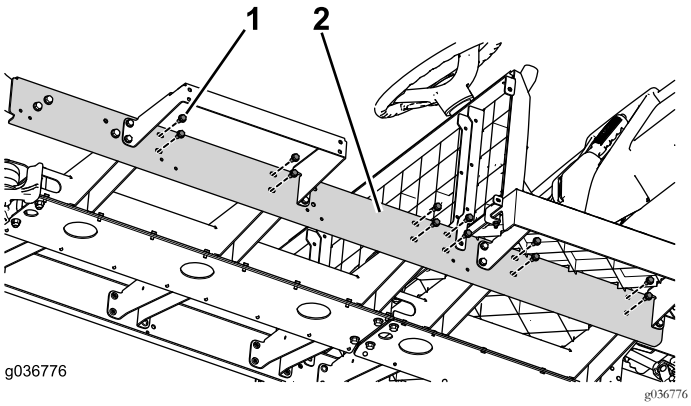

Bild 31
7. Bringen Sie die restlichen Befestigungen am Kanal an (Bild 31).